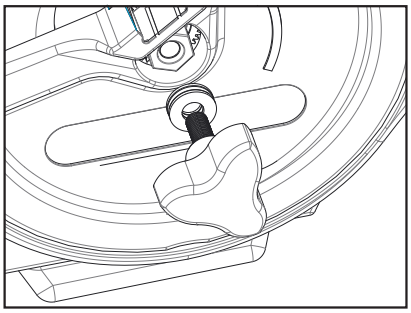

Figure 24
2. Retirez le bouton d'embrayage en le faisant pivoter dans le sens de horaire. (Figure 24)